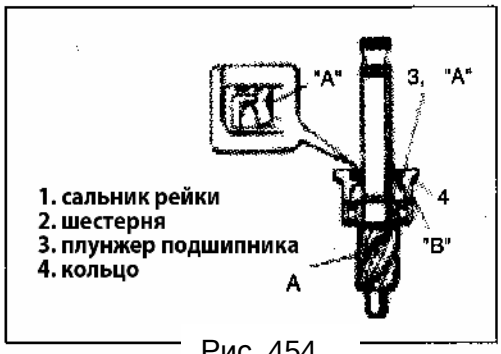

Рис. 454
2) нанесите смазочный материал на шестерню, подшипник шестерни и на рабочую кромку сальника корпуса рейки (Рис. 454).